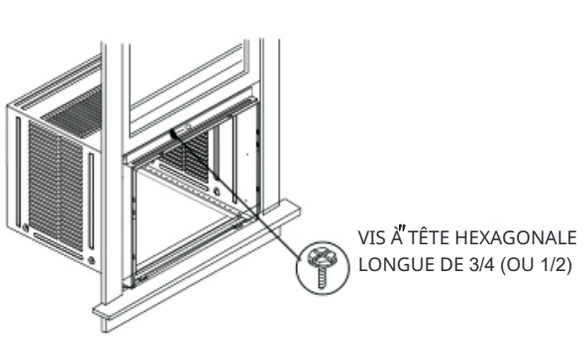

Fig.17A
4. Fixez l'angle supérieur au cadre de la fenêtre : Utilisez une mèche de 3/32" pour percer un trou à travers le trou au milieu de l'angle supérieur dans le cadre de la fenêtre, et insérez une vis de blocage à tête hexagonale de 3/4" (ou 1/2'') à travers le trou au milieu de l'angle supérieur dans le cadre de la fenêtre comme indiqué (Fig.17A)